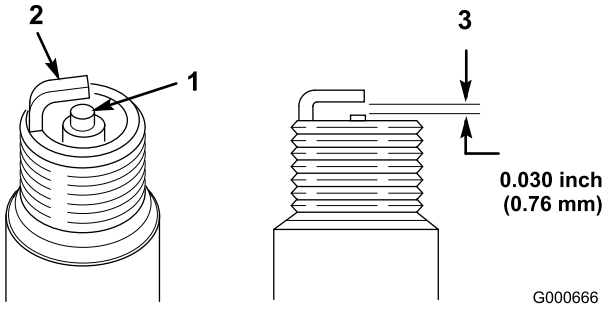

Figur 25
1. Titta i mitten av tändstiftet (Figur 25). Om isolatorn är ljust brun eller grå fungerar motorn korrekt. En svart beläggning på isolatorn betyder vanligen att luftrenaren är smutsig.
2. Kontrollera gapet mellan mitt- och sidoelektroderna (Figur 25) och böj sidoelektroden om gapet är felaktigt.